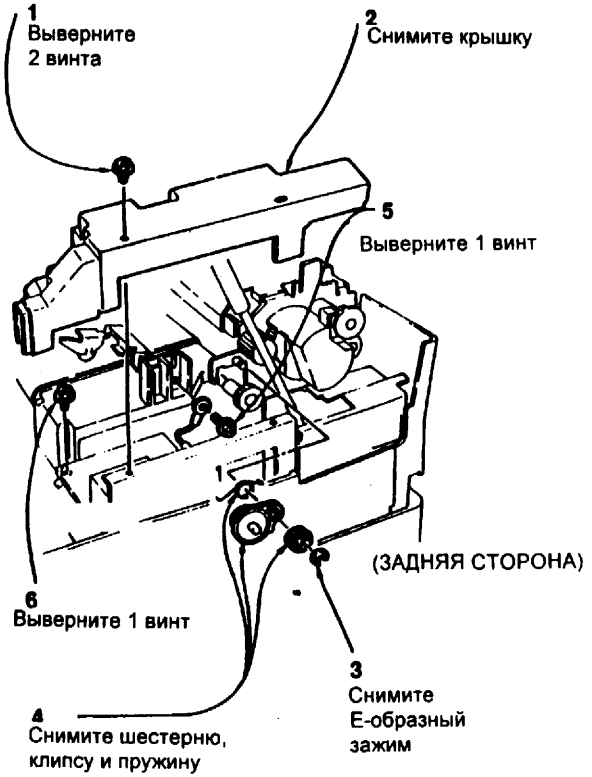

Рис. 1 Подготовка к снятию узла транспортера бумаги
4. (Рис. 1) Подготовьтесь к снятию узла транспортера бумаги.